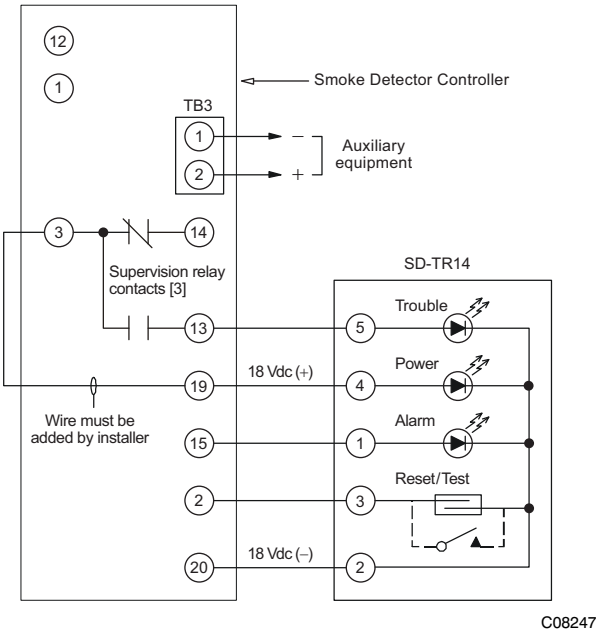

Fig. 41 – Remote Test/Reset Station Connections
The test/reset station dirty sensor test checks the test/reset station's ability to initiate a sensor dirty test and indicate the results. It must be wired to the controller as shown in Fig. 41 and configured to operate the controller's supervision relay. For more information, see "Changing the Dirty Sensor Test."
1. Verify that the remote test/station is wired as shown in Fig. 41. Repair or replace loose or missing wiring.